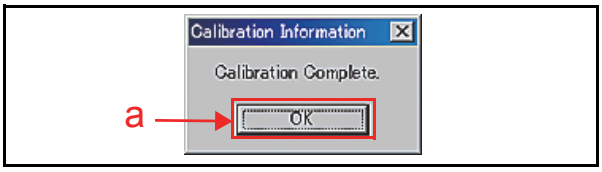

Figure 6-54 Adjustment Info Screen 8
When the data writing into the EEPROM is complete, the "**Calibration Information**" Screen shown in Figure 6-54 will re-appear.
6. Mouse-click on the "OK" Screen Button (See Figure 6-54 a).